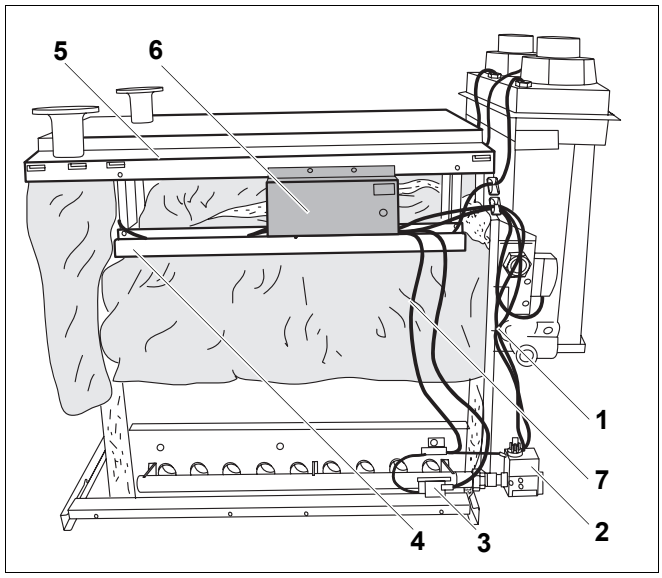

Rys. 86 Widok kotła z prawej strony (bez sterowników)
- Przykręcić sterowniki palnika (rys. 86, **poz. 6**) z lewej i prawej strony kotła grzewczego przy pomocy dwóch śrub z łbem płaskim 3,9 × 9,5 do bocznych pokryw kotła (rys. 86, **poz. 5**).
- Przyłączyć kabel wentylatorów i czujnika temperatury spalin do sterownika palnika (rys. 86, **poz. 6**) danego stopnia palnika zgodnie z załączonym schematem ideowym.
- Przewody od sterownika palnika należy poprowadzić w kanale kablowym (rys. 86, **poz. 4**) oraz przez otwór w przedniej pokrywie kotła.
- Wykonać połączenia pomiędzy sterownikiem palnika (rys. 86, **poz. 6**), sterownikiem oraz sterownikiem dodatkowym zgodnie z załączonymi schematami ideowymi.
- Przewody pomiędzy armaturą gazową (rys. 86, **poz. 2**) a sterownikiem palnika (rys. 86, **poz. 6**) należy zamontować przy pomocy opaski z odciążeniem naciągu (rys. 86, **poz. 1**) na ściance tylnej i poprowadzić w kanale kablowym do sterownika palnika.